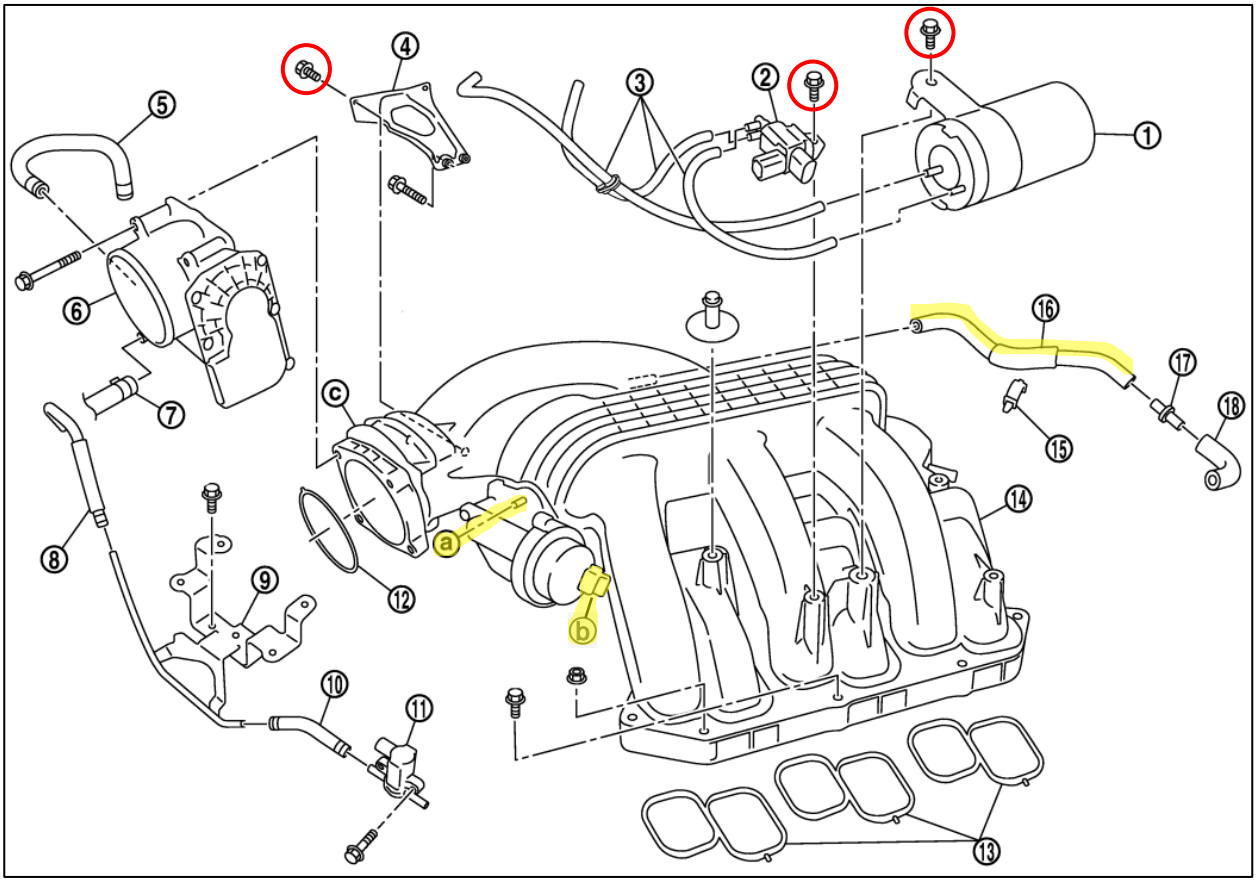

Figure 2
Use *Figure 2* below as reference for the following steps:
7. Remove the (2) two bolts on the Intake Manifold Support Bracket ④ securing it to the Intake Manifold, circled above in *Figure 2.*
8. Remove the (2) two bolts securing the VIAS control solenoid valve ② and vacuum tank ① to the Intake Manifold, circled above in *Figure 2.*
9. Remove the EVAP hose ⓐ & ⓑ from the front of the Intake Manifold, highlighted above in *Figure 2.*
10. Remove the PCV Hose ⑯ from the left side of the Intake Manifold, highlighted above in *Figure 2.*